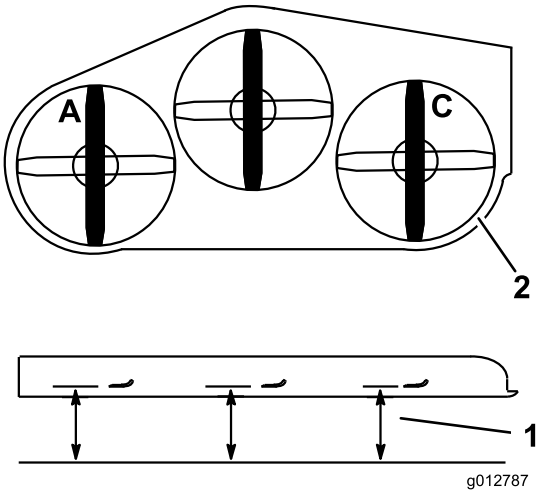

Figura 86
1. Disponete la lama sinistra in posizione longitudinale rispetto alla macchina (Figura 86).
2. Misurate la lama sinistra al punto **A** da una superficie piana fino al tagliente della punta della lama e annotate la misura rilevata (Figura 86).
3. Disponete la lama destra in posizione longitudinale rispetto alla macchina (Figura 86).
4. Misurate la lama destra al punto **C** da una superficie piana fino al tagliente della punta della lama e annotate la misura rilevata (Figura 86).
2. Disponete la lama sinistra in posizione longitudinale rispetto alla macchina (Figura 86).
3. Misurate la lama sinistra al punto **A** da una superficie piana fino al tagliente della punta della lama e annotate la misura rilevata (Figura 86).
4. Disponete la lama destra in posizione longitudinale rispetto alla macchina (Figura 86).
5. Misurate la lama destra al punto **C** da una superficie piana fino al tagliente della punta della lama e annotate la misura rilevata (Figura 86).